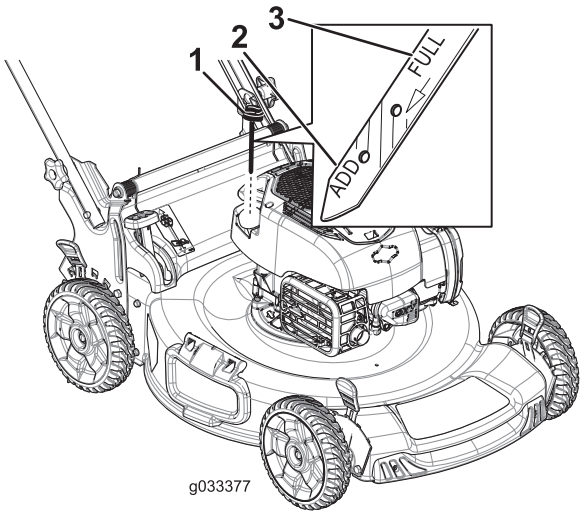

Figuur 14
2. Verwijder de peilstok uit de buis en veeg deze schoon. Schuif daarna de peilstok weer helemaal terug (Figuur 14).
3. Haal de peilstok eruit en controleer het oliepeil (Figuur 14). Als het peil onder de **Bijvullen**-markering op de peilstok staat, giet dan langzaam voldoende olie in de vulbuis totdat het peil de **Vol**-markering op de peilstok bereikt. **Niet te vol vullen.**